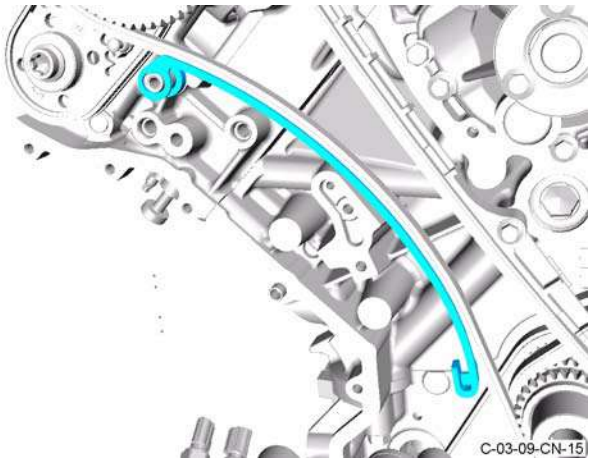

Figure 20
1. Install the tensioner arm (refer to Figure 20).